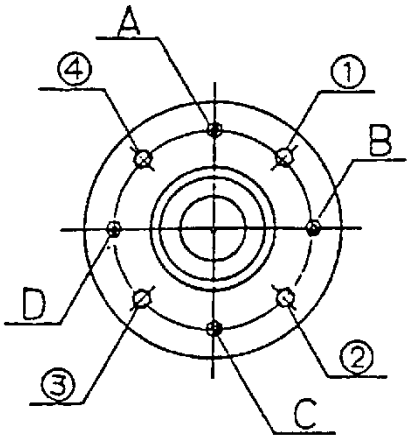

図 9-5
9.3.4 ドラムの芯出し調整（図 9-5）
- 主軸ベアリングケースを止めているボルト及びナット 4 箇所（A～D）と、調整ボルト及びナット 4 箇所（①～④）で調整します。（図 9-5）
- 例えば、ドラムの口金を機械正面より見て右に寄せたい場合、③,④と A,C,D のナットを少し緩め、③,④のボルトをドラムの口金を見ながら締め込みます。
- 調整が終わったら、③,④と A,C,D のナットを締め込みます。